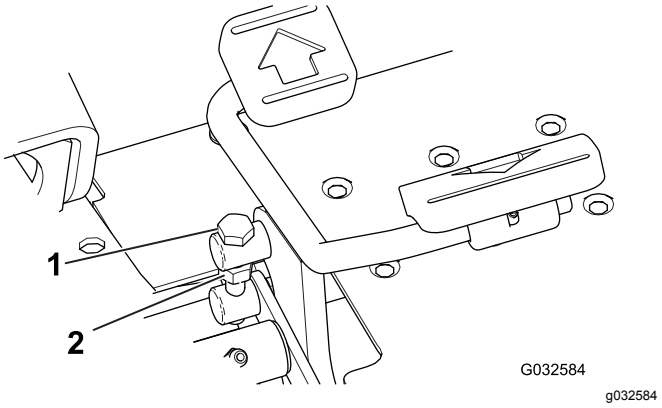

Figuur 48
1. Draai de contramoer op de draaitapbout aan de zijkant van het tractiepedaal los (Figuur 48).